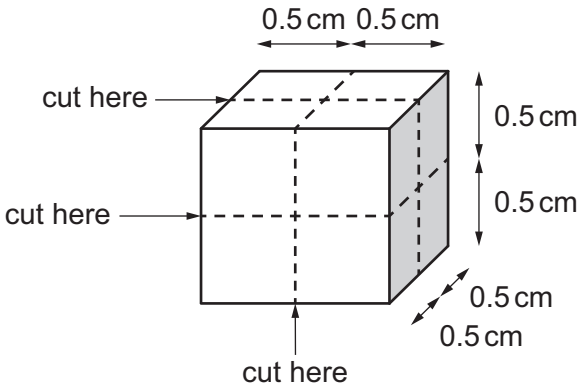

Figure 1.3
step 6 Put the remaining cube of potato onto the white tile. Use the ruler and scalpel to measure and cut the cube of potato as shown in Figure 1.3. This will make **eight** equal-size cubes.